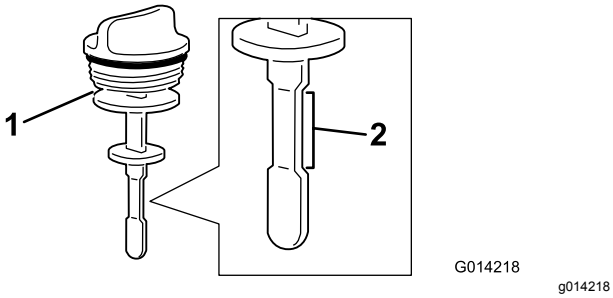

Figur 95
4. Ta ut oljestickan ur påfyllningsröret och kontrollera vätskenivån (Figur 95).